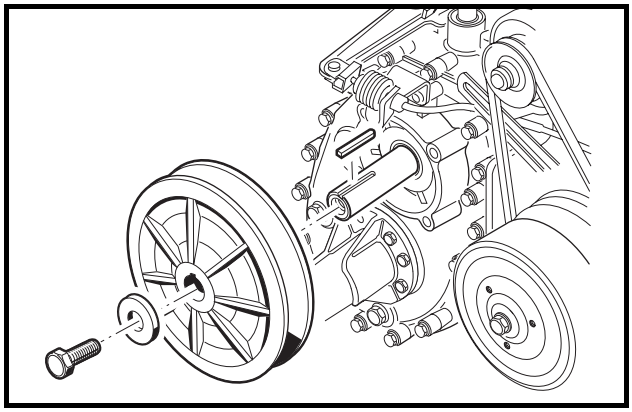

Figure 16-38 Driven Clutch
10. Install the key onto the input shaft **(Figure 16-38, Page 16-17)**.
11. Position the driven clutch on the transaxle input shaft and install the washer (yellow side facing out) and mounting bolt. Tighten the mounting bolt to 14 ft-lb (19.0 N·m) **(Figure 16-38, Page 16-17)**.